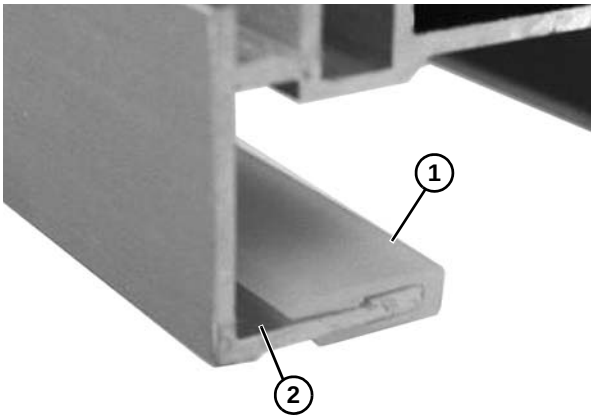

Figure 54
2. Make sure the wear strip **(Figure 54, item 1)** is properly mounted and snaps onto the frame **(Figure 54, item 2)**. Please identify the longer flange of the wear strip must always face the inside of the conveyor.